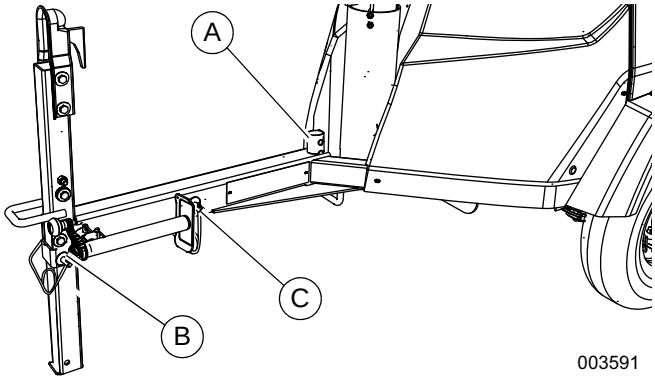

Figure 2-3. Jack and Pin Locations
NOTE: See ***Figure 2-3***. Unit ships from factory with jack in the storage location (A).
5. See ***Figure 2-3***. Remove pins (B) and (C).